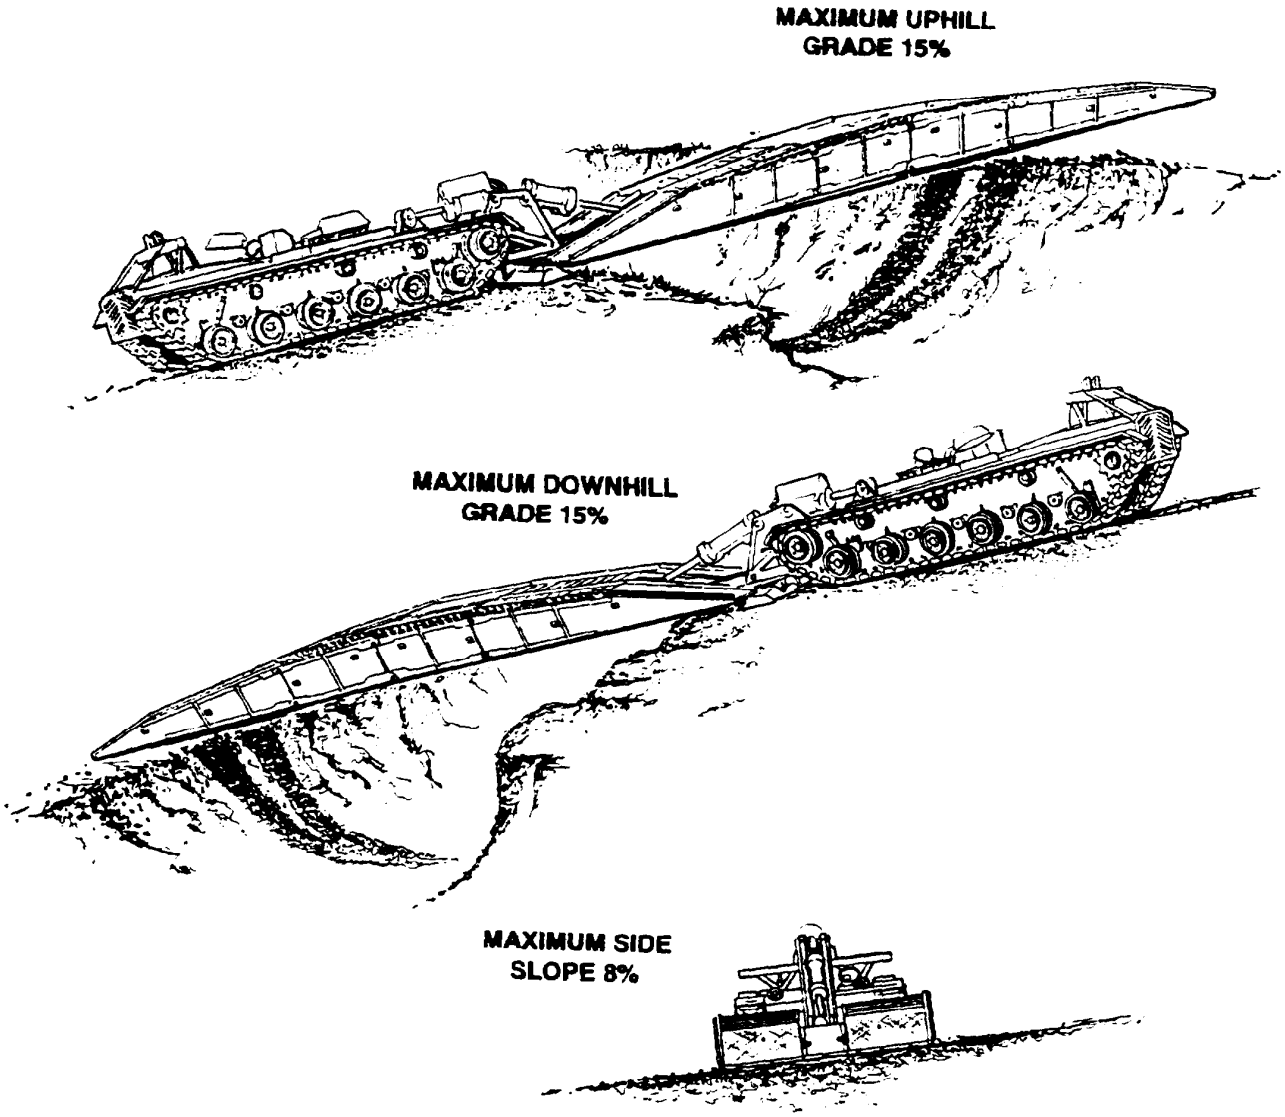

FIGURE 1-3. Maximum Launching Slopes.
c. Equipment Features. The bridge has an integral role in the movement of troops and/or supplies. It helps the troops to cross obstacles such as ravines, gullies, creeks, small streams and rivers. It is easily launched and available on the combination carrier/launcher. It is a girder bridge of aluminum alloy and may be launched or retrieved from either end. The bridge is capable of sustained use for months. Extended use or sustained periods of use require frequent inspections to ensure the reliability of the bridge. The bridge can be launched and retrieved either up or down hills with grades of 15%. The bridge may be launched on side slopes up to 8% or any combination of up, down, and side slopes, (see FIGURE 1-3). On level ground the launcher is not affected by muddy or marshy launching sites as long as supportive base does exist. When launching on grades with muddy terrain, use care since the bridge in the raised upright position creates a leveraged extension that can cause the launcher to slide or tilt. These situations and others will be addressed in Chapter 2. Other bridges may be brought into use by a flatbed carrier or a second launcher vehicle. These bridges can then be loaded on launcher vehicles and can move forward with the troops. The bridge is a highly mobile, easily maintained and rapidly deployable component of our combined fighting forces.